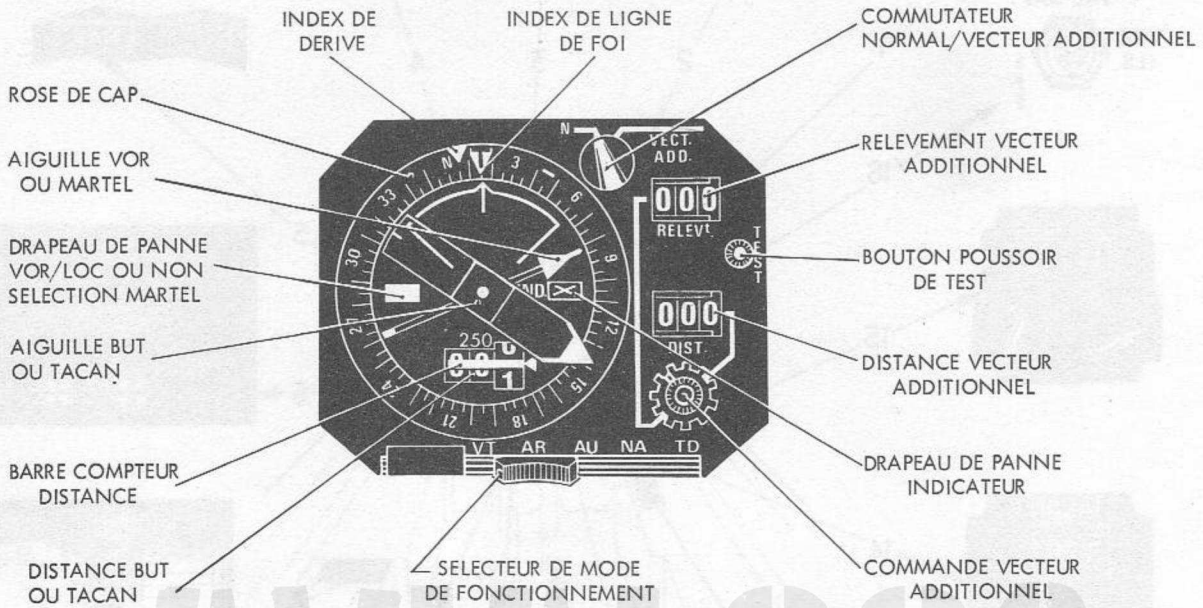

FIGURE 2 - INDICATEUR DE NAVIGATION
11.1.2.1 - Indicateur de navigation (Fig. 2)